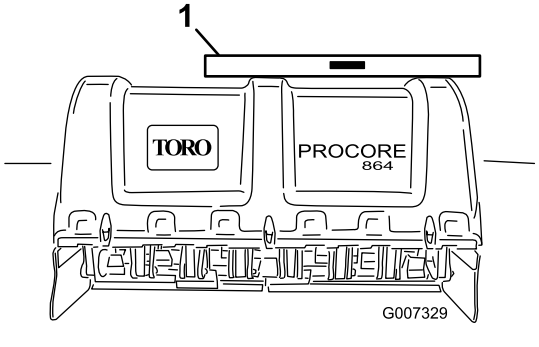

**Figuur 15**
2. Plaats een waterpas bovenop het frame van de machine om te controleren of deze in de breedterichting waterpas staat (Figuur 15).